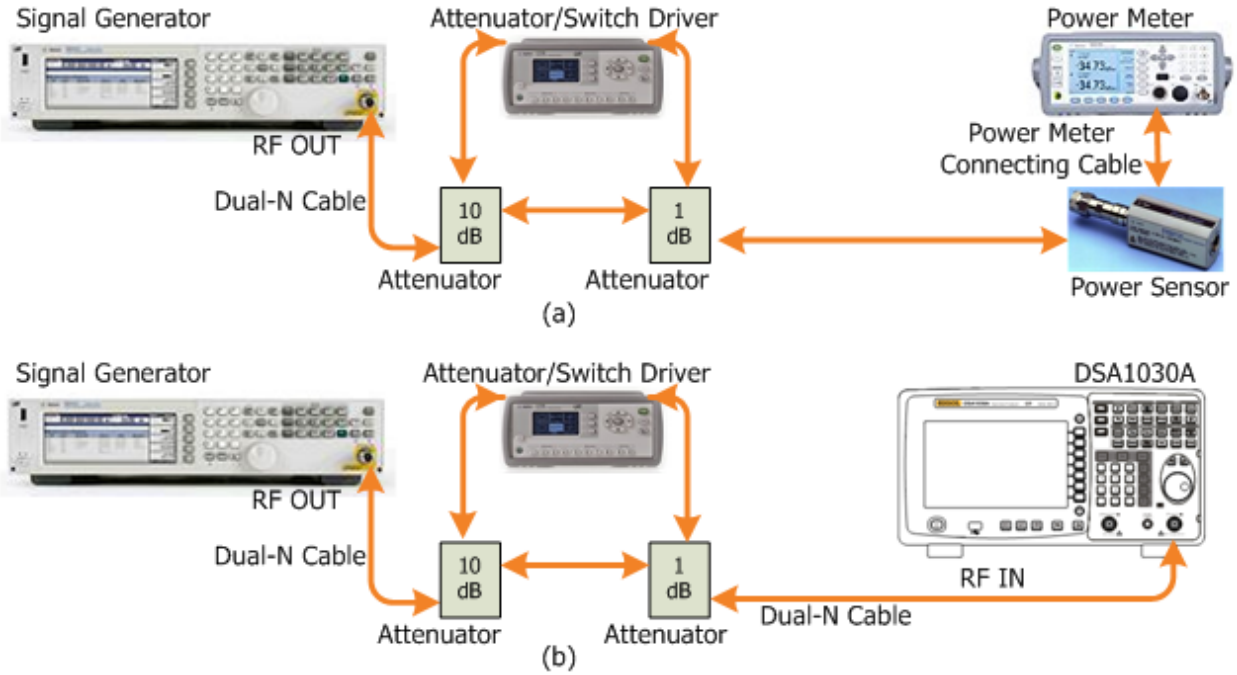

Figure 2-8 Input Attenuation Error Test Connection Diagram
2. Connect the output terminal of the signal generator with the program-controlled attenuator; then, connect the program-controlled attenuator with the power sensor, as shown in Figure 2-8 (a).